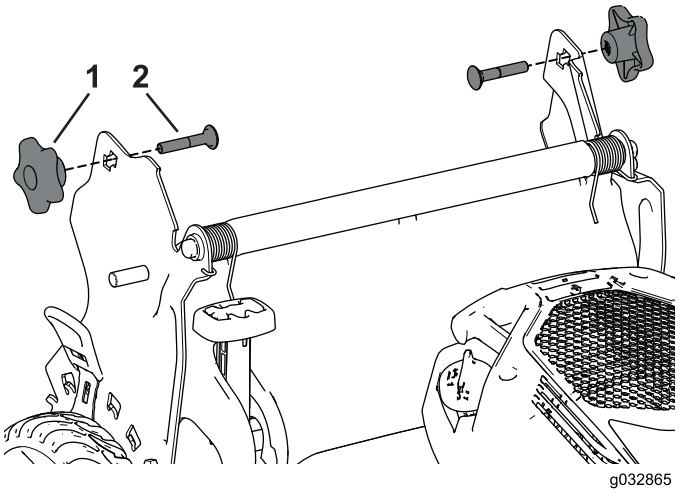

Rysunek 3
1. Wyjmij i odłóż w bezpieczne miejsce dwa pokrętła uchwytu oraz dwie śruby podsadzane ze wsporników uchwytu (Rysunek 3).